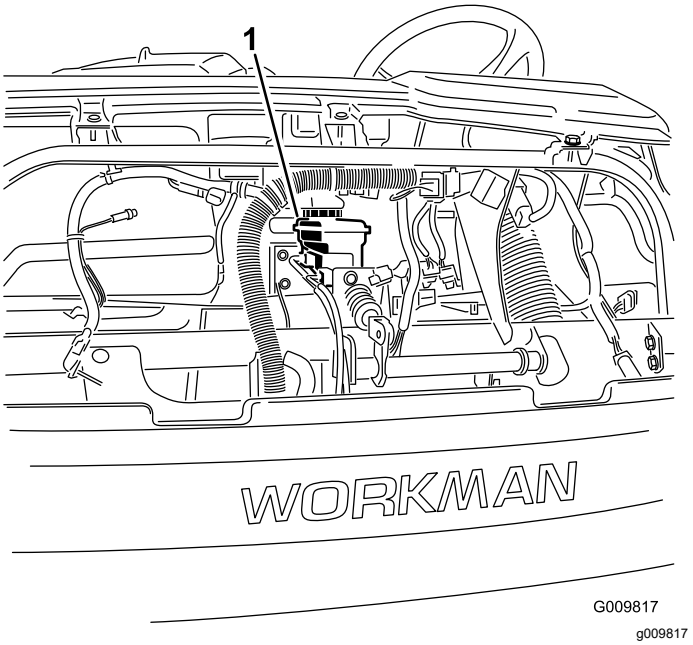

Figuur 54
4. Open de motorkap om toegang te krijgen tot de hoofdremcilinder en het reservoir (Figuur 54).